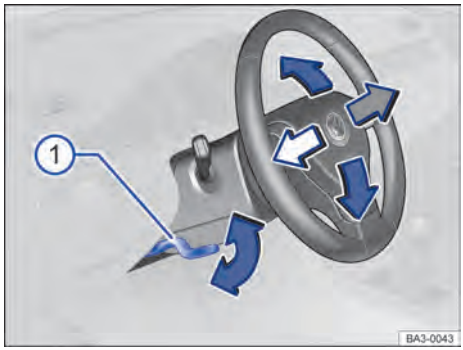

Fig. 59 Debajo y a la izquierda del volante junto con el revestimiento de la columna de dirección: palanca de ajuste de la posición del volante.
– Empujar la palanca hacia abajo sosteniéndola por su empuñadura → fig. 59 (1).